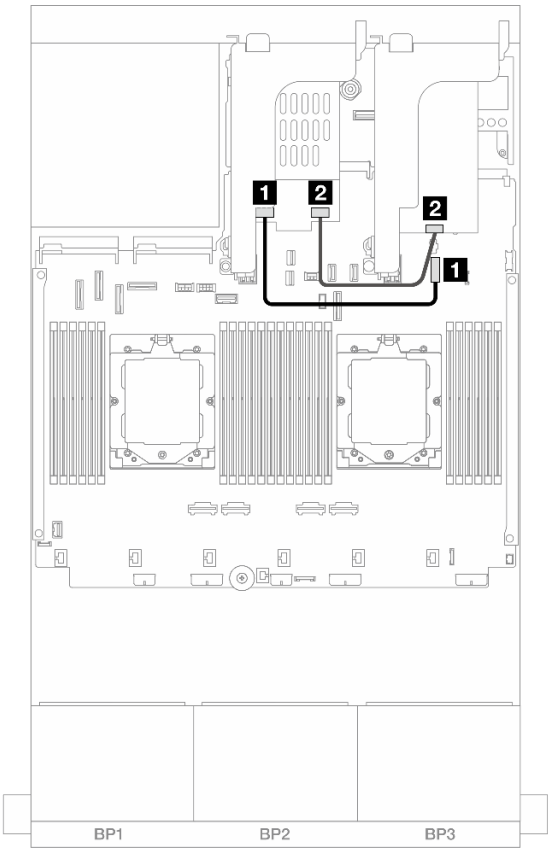

Рис. 324. Прокладка кабелей для RAID
- Рис. 324 «Прокладка кабелей для RAID» на странице 400